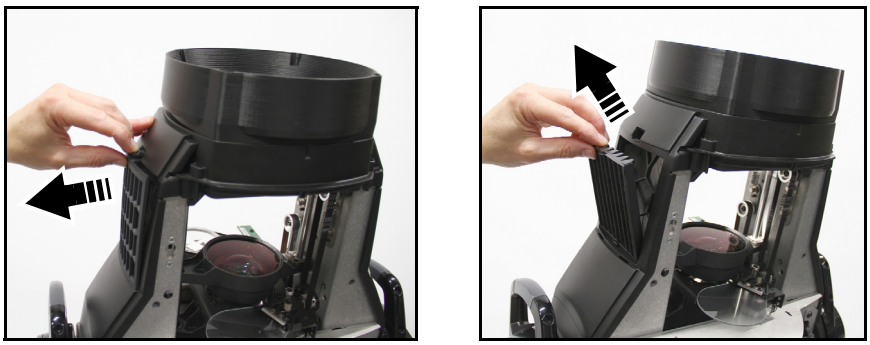

Figure 11 : Dépose du filtre à air
3. Voir Figure 11. Déclipsez le capot du filtre à air et déposez-le.